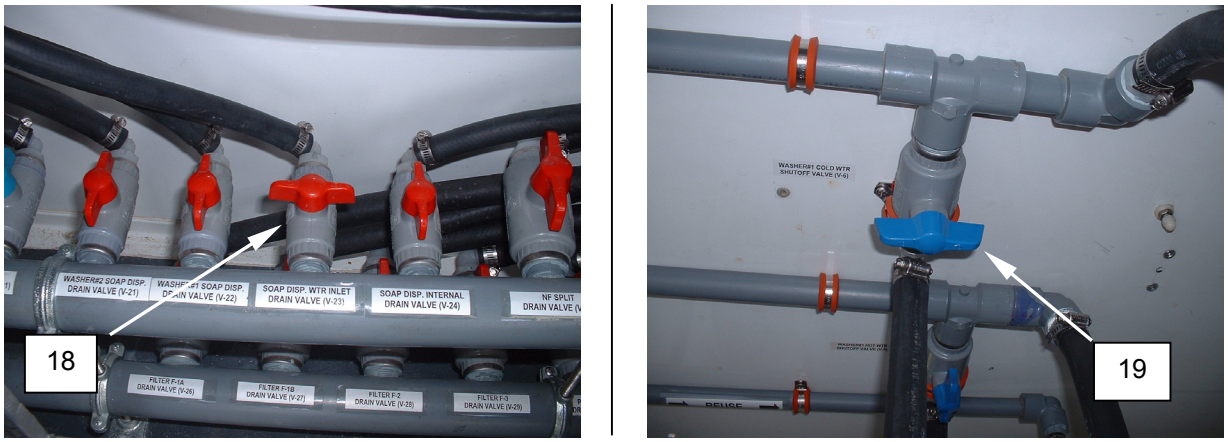

Figure 5. Purge Automatic Soap Dispenser.
3. Close soap dispenser water inlet drain valve **(Figure 5, Item 18)**.
4. Close washer No.1 cold water inlet valve V-6 (on ceiling) **(Figure 5, Item 19)**.